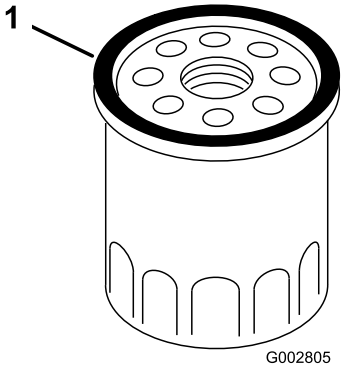

Figur 25
7. Brug fingeren til at smøre pakningen på det nye filter med olie (Figur 25).